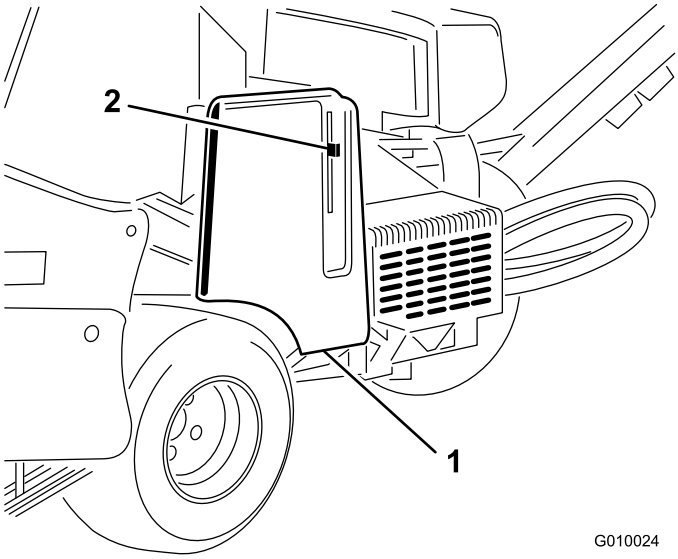

**Figur 18**
2. Lås opp og ta av remdekselet (Figur 18).